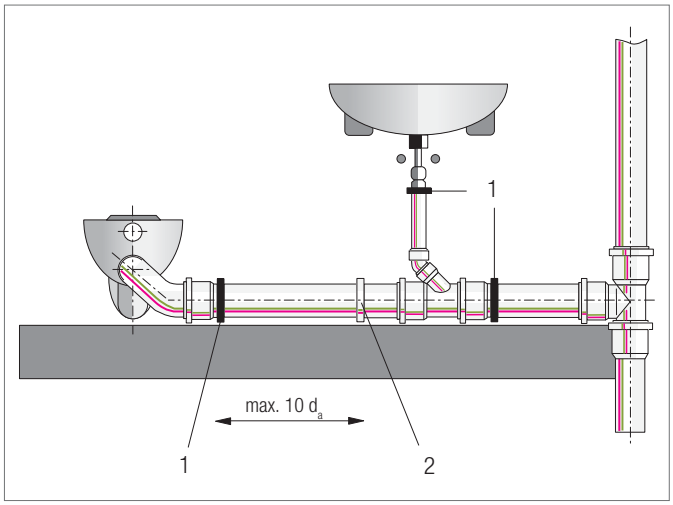

Fig. 9-6 Esquema de instalación de un tramo de tubería horizontal
Representación esquemática para la fijación racional de una bajante insonorizada realizada con RAUPIANO PLUS o RAUPIANO LIGHT (véase fig. 9-6).
- La distancia entre la abrazadera fija y las abrazaderas guía no debe ser superior a 10 veces el diámetro exterior d_e (véase fig. 9-6): distancia ≤ 10 x d_e.